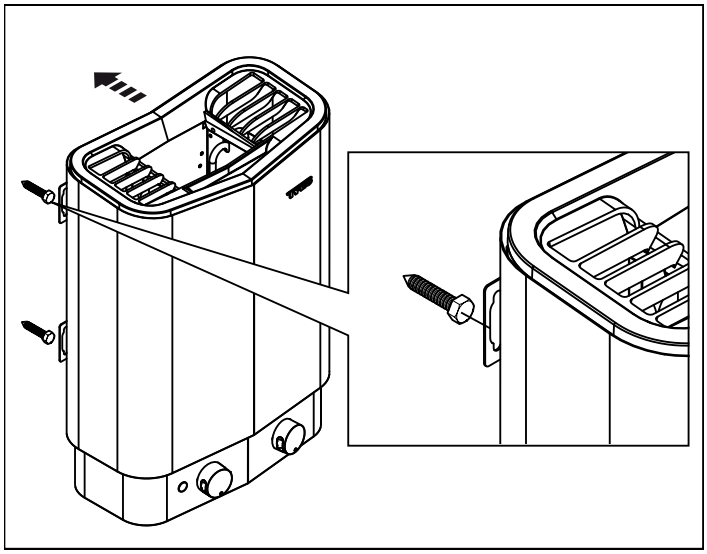

Rysunek 9: wieszanie pieca
7. Powieś piec na wsporniku (patrz rys. 9).